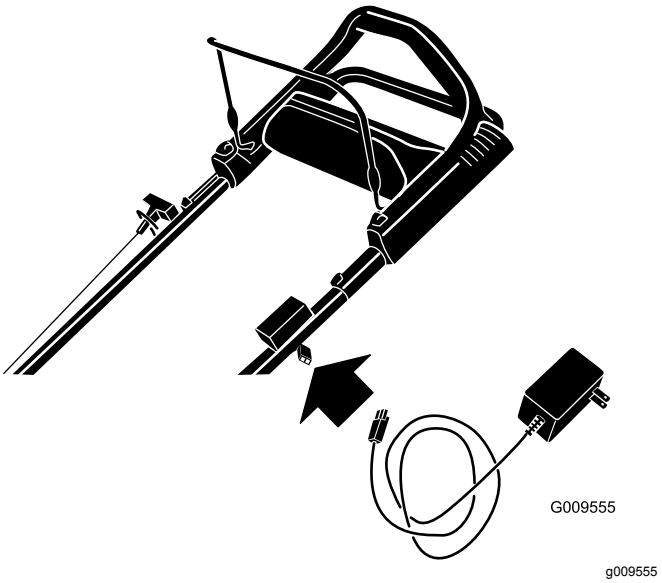

**Rysunek 39**
1. Podłącz ładowarkę do wiązki przewodów maszyny, umieszczonej pod kluczykiem zapłonu (Rysunek 39).